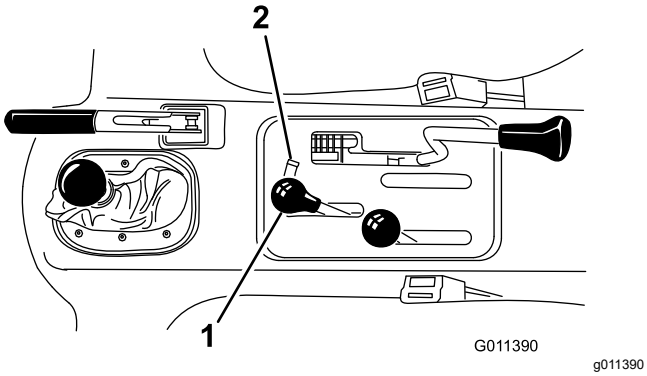

**Figur 16**
- Om Workman-fordonet har serienummer 240000001 eller högre för du den hydrauliska lyftspaken (Figur 16) fram och tillbaka.